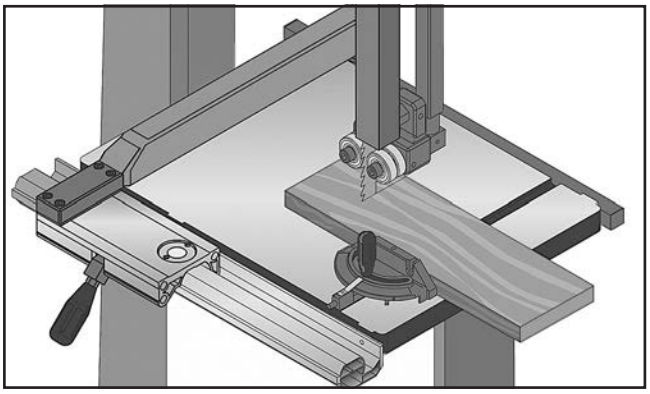

Figure 39. Example of a crosscutting operation with the miter gauge.
5. After all safety precautions have been met, turn bandsaw ***ON*** and wait for it to come to full speed. Slowly feed workpiece into the blade until blade is all the way through workpiece. **Figure 39** shows an example of a crosscutting operation.